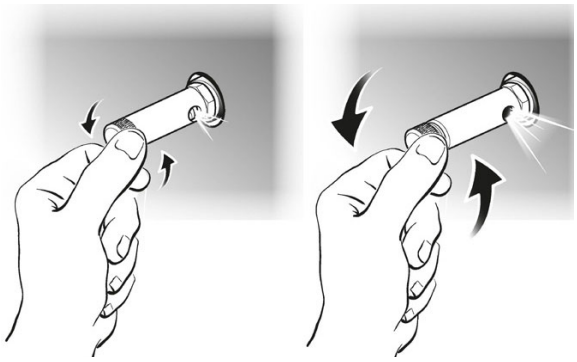

Abb. 12: Sicherheitsventil mit Ringmutter
**Version C (Sicherheitsventil mit Ringmutter, Abb. 12)**